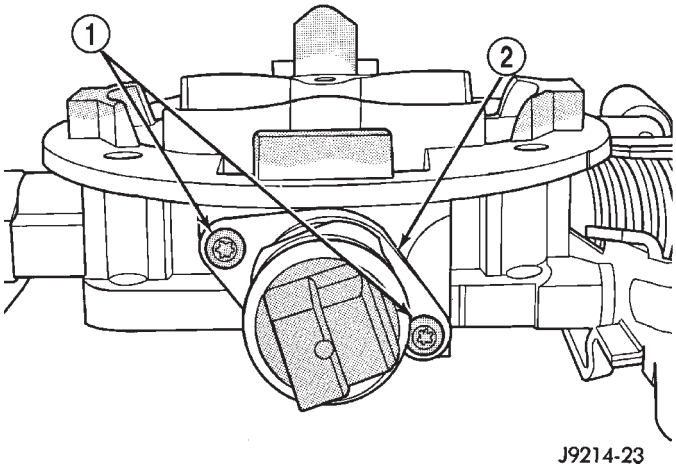

Fig. 31 Mounting Bolts (Screws)—IAC Motor—5.9L Engines
The IAC motor is located on the back of the throttle body (Fig. 31).
(1) Remove air cleaner assembly.
(2) Disconnect electrical connector from IAC motor.
(3) Remove two mounting bolts (screws) (Fig. 31).